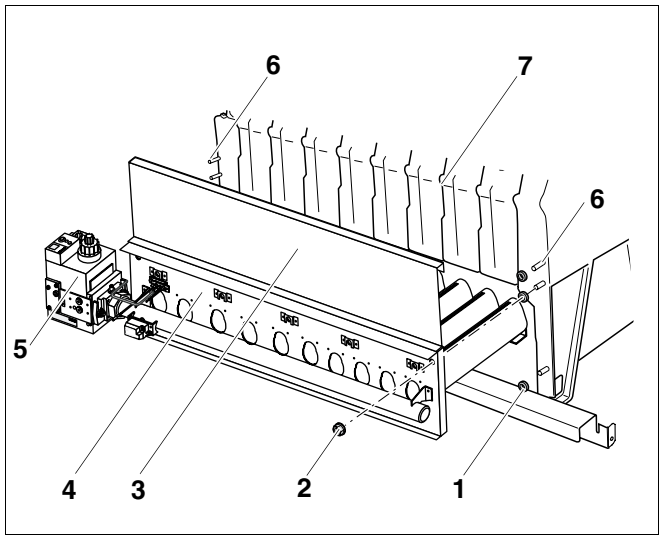

Afb. 41 Gasbrander monteren
- Steek de afstandhouder (afb. 41, **pos. 1**) op de stiftbouten (afb. 41, **pos. 6**) van de verwarmingsketel.
- Hang het reinigingsdeksel (afb. 41, **pos. 3**) boven de branderplaat (afb. 41, **pos. 4**) op de gietijzeren boord (afb. 41, **pos. 7**) van het ketelblok.
- Schuif de gasbrander in de vuurhaard (afb. 41). De gasklep (afb. 41, **pos. 5**) moet zich aan de rugzijde van de verwarmingsketel bevinden.
- Bevestig de gasbrander (afb. 41) met moeren met schijven erop geperst (afb. 41, **pos. 2**) aan de stiftbouten (afb. 41, **pos. 6**).